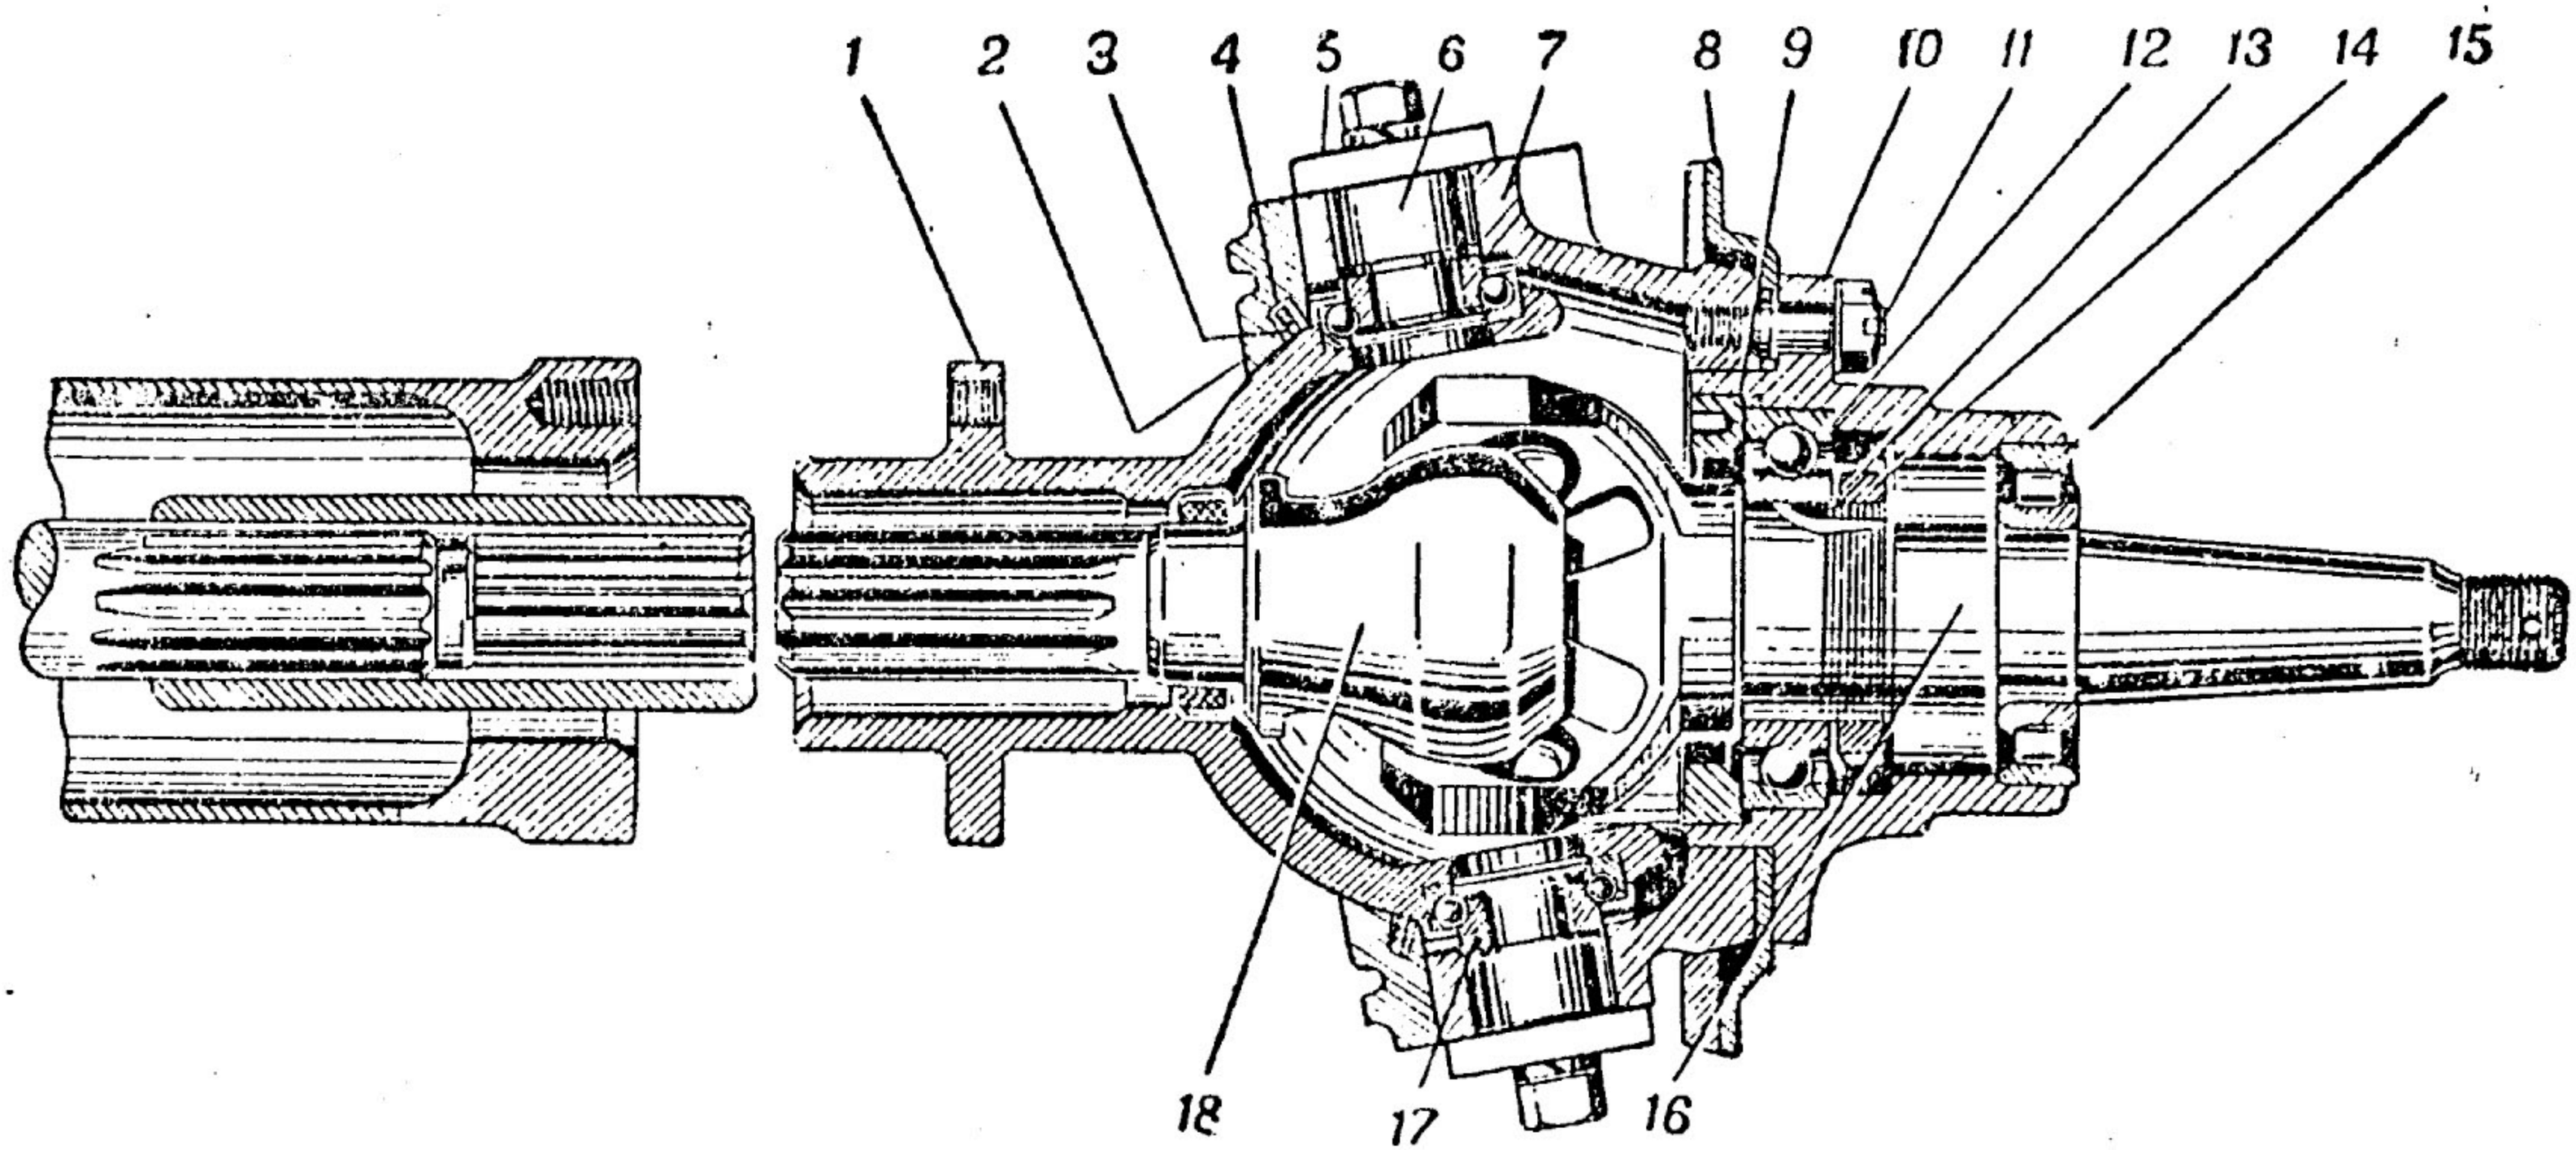

Рис. 8. Привод на передние колёса:
Особенностью переднего ведущего моста автомобиля ГАЗ-67 является наличие поворотной цапфы с шарниром, изображённым на рис. 8. Поворотная цапфа *7* и кожух (шаровая опора) *1* шарнира образуют шарообразный картер, внутри которого находится шарнир постоянной угловой скорости. К поворотной цапфе *7* крепятся тормозной диск *8* и ступица *10*. В верхнем и нижнем ушках цапфы помещаются шкворни *6*, закрытые накладками.
3. Изменены регулировочные прокладки шкворней и их расположение. Для уменьшения зазора между шкворнем и втулкой новые прокладки надо снимать, а не добавлять, как это делалось при старой конструкции (рис. 8). Прокладки имеют толщину 0,1; 0,15 и 0,4 *мм*.